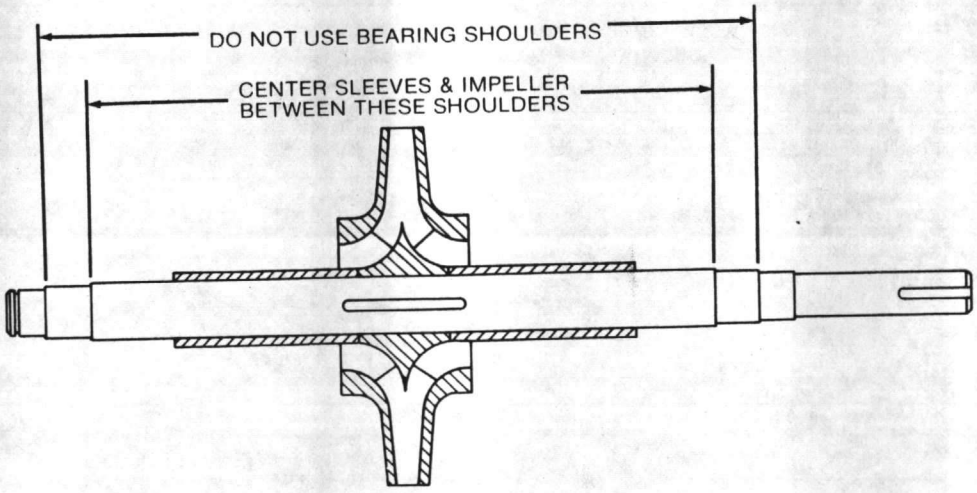

FIGURE 7
C. Install the impeller key (102) in the shaft (4) and slide the impeller (1) over the key centering it between the shaft shoulders as shown in Figure 7.
Install the impeller key in the shaft and coat the impeller area of the shaft with Loctite 601 and press the impeller onto the shaft, centering it between the shoulders as shown in Figure 7.
CAUTION: THE LINEAR POSITION OF THE IMPELLER MUST BE OBTAINED AND THE SHAFT SLEEVES MUST BE PROPERLY LOCATED. REFER TO FIGURE 7 ON PAGE 17 OF THIS MANUAL. IF PROVIDED, SHAFT SLEEVE NUTS MUST BE TIGHTENED WITHIN 10 MINUTES AFTER THE LOCTITE IS APPLIED. TO ACCOMPLISH LINEAR POSITIONING OF THE IMPELLER, LEAVE AN EQUAL AMOUNT OF SHAFT OR SHAFT THREADS EXPOSED ON EACH END OF THE SHAFT AFTER THE ASSEMBLY IS COMPLETED. ALLOW 4 HOURS FOR THE LOCTITE TO CURE BEFORE COMPLETING THE PUMP ASSEMBLY.